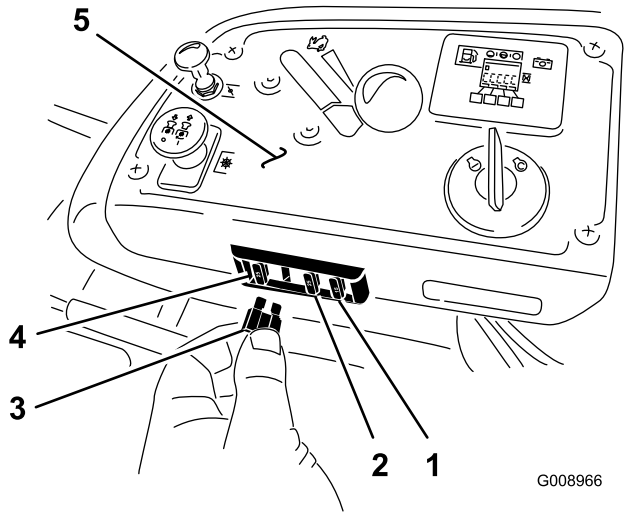

Figuur 55
1. De zekeringen bevinden zich op de rechterconsole naast de stoel (Figuur 55).
3. Monteer een nieuwe zekering (Figuur 55).